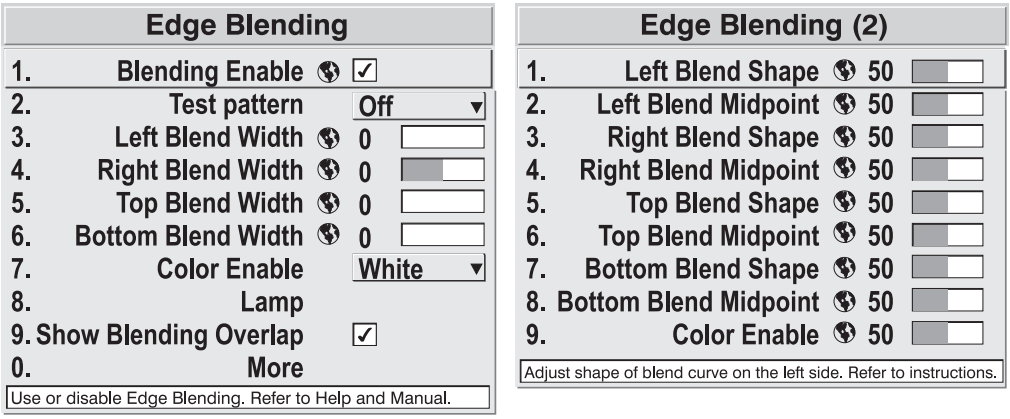

Figure 3.38. Set Starting Points for Each Projector
3. **SET STARTING POINTS FOR ADJUSTMENT (Figure 3.38)**:
- Go to "More" and set everything in the *Edge Blending (2)* menu to 50.